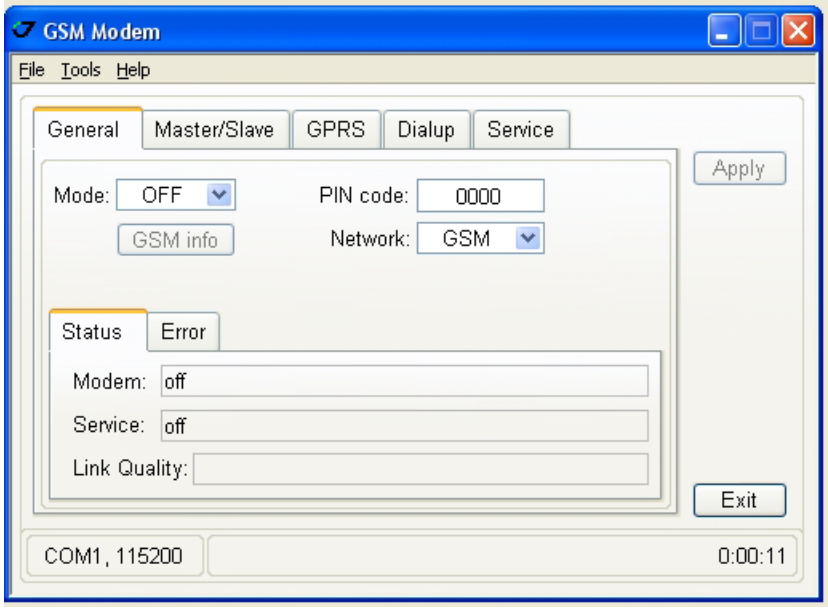

Рисунок 19. Закладка General
1. В закладке *General* настройте следующие параметры (Таблица 14) и нажмите *Apply* (Рис. 19 на стр. 39).
2. В закладке *Master/Slave* настройте следующие параметры (Таблица 15) и нажмите *Apply* (Рис. 19 на стр. 39).